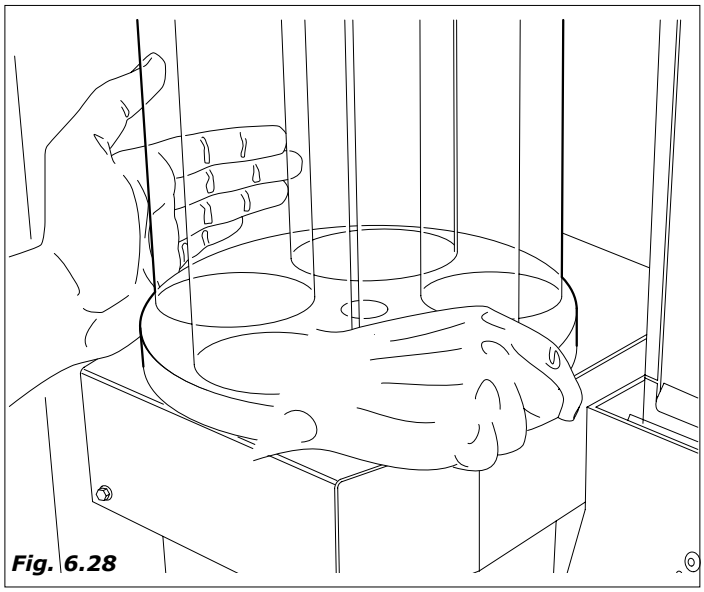

Fig. 6.28
– extrair a coluna copinhos *(Fig.6.28)*